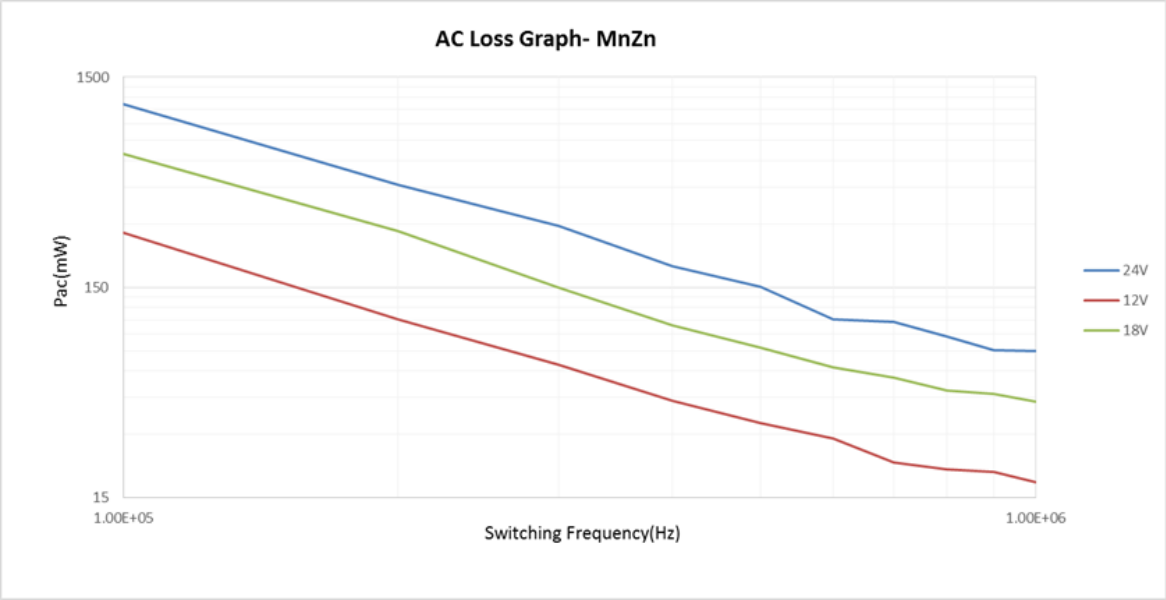

Fig 10: AC loss plotted against Switching frequency
- This empirical data is then used to plot a AC loss graph & create an equation to calculate AC loss as shown in figure 10